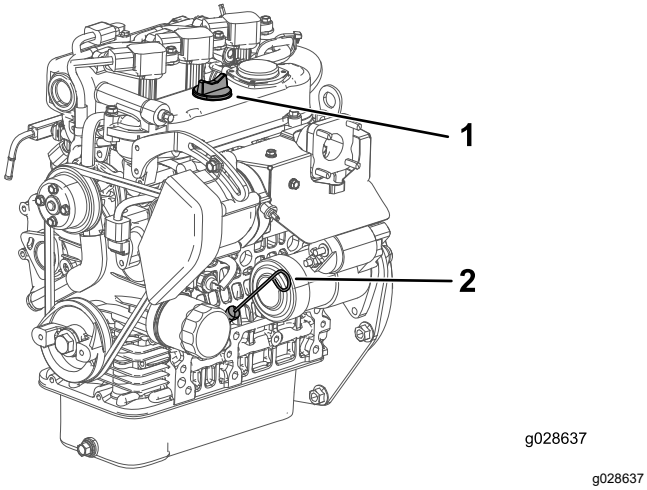

Figur 35
4. Fjern målepinden, og aftør den med en ren klud (Figur 35).
5. Sæt målepinden ned i røret, og sørg for, at den er helt i bund (Figur 35).
6. Fjern målepinden, og kontroller oliestanden (Figur 35).
7. Hvis oliestanden er lav, skal påfyldningsdækslet tages af (Figur 35) og tilstrækkeligt olie hældes på til at hæve niveauet til full-mærket på målepinden.
8. Sæt målepinden helt på plads (Figur 35).